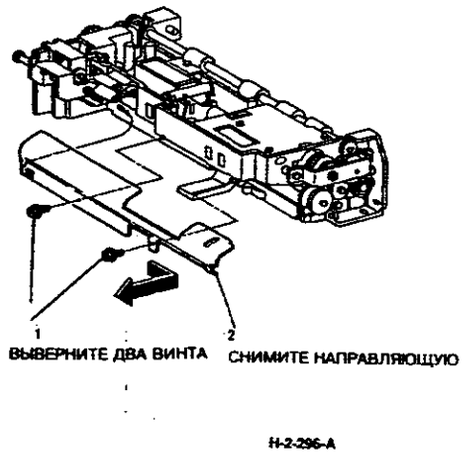

**Рисунок 5. Снятие направляющей**
5. (Рисунок 5) Снимите направляющую.